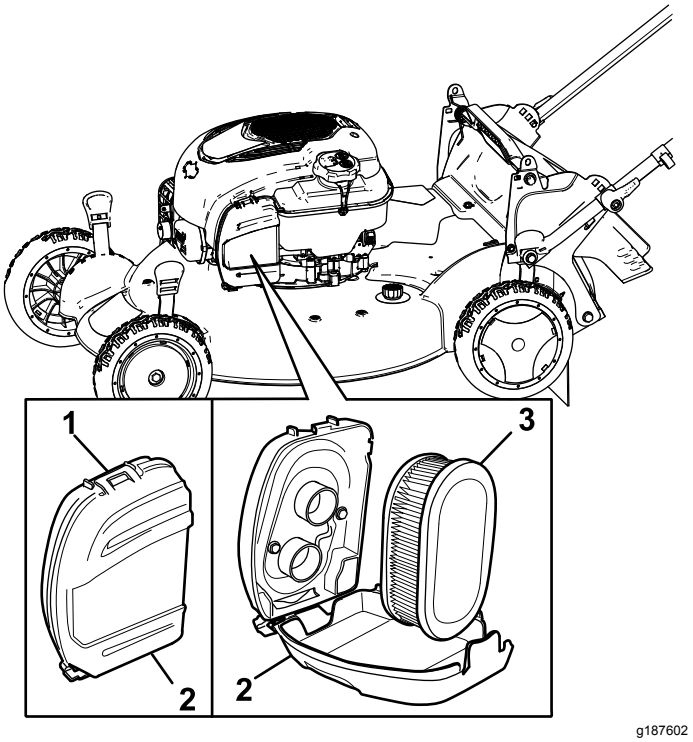

Figur 32
1. Fjern klemmen på den øverste del af luftfilterdækslet (Figur 32).
2. Fjern luftfilteret (Figur 32).